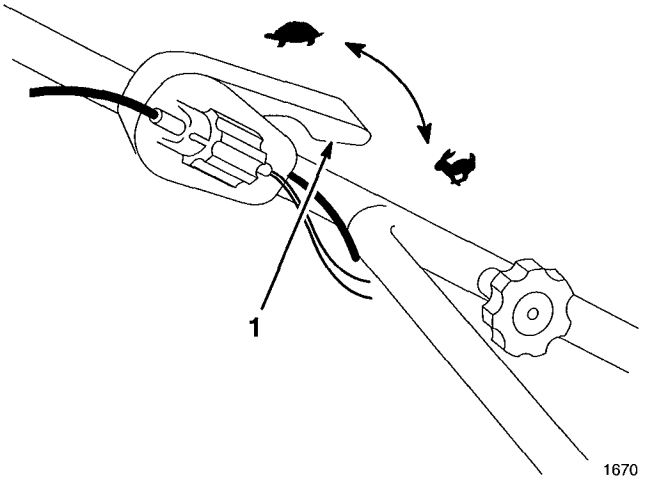

Figure 6
1. Move throttle lever to 🐇 FAST position (Fig. 6).